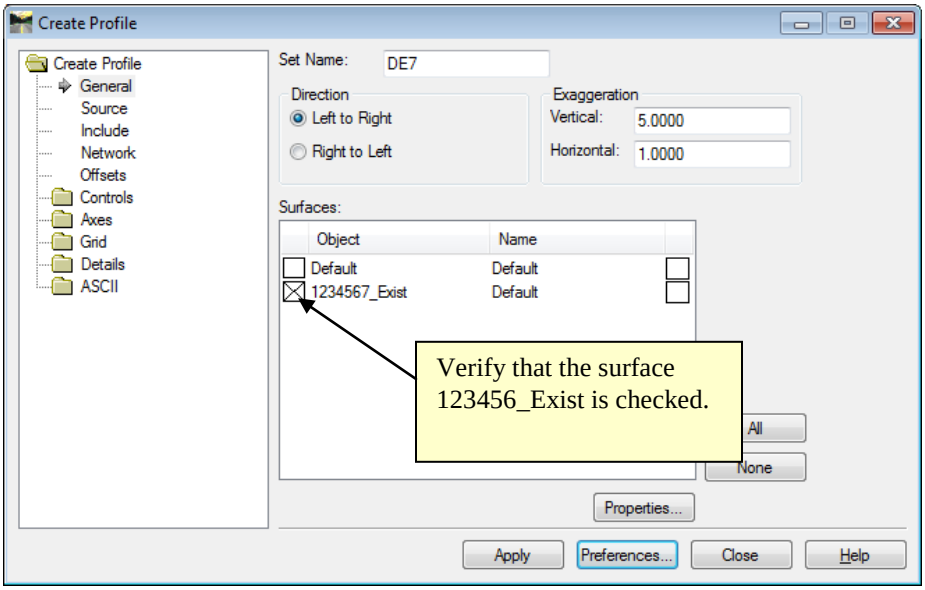
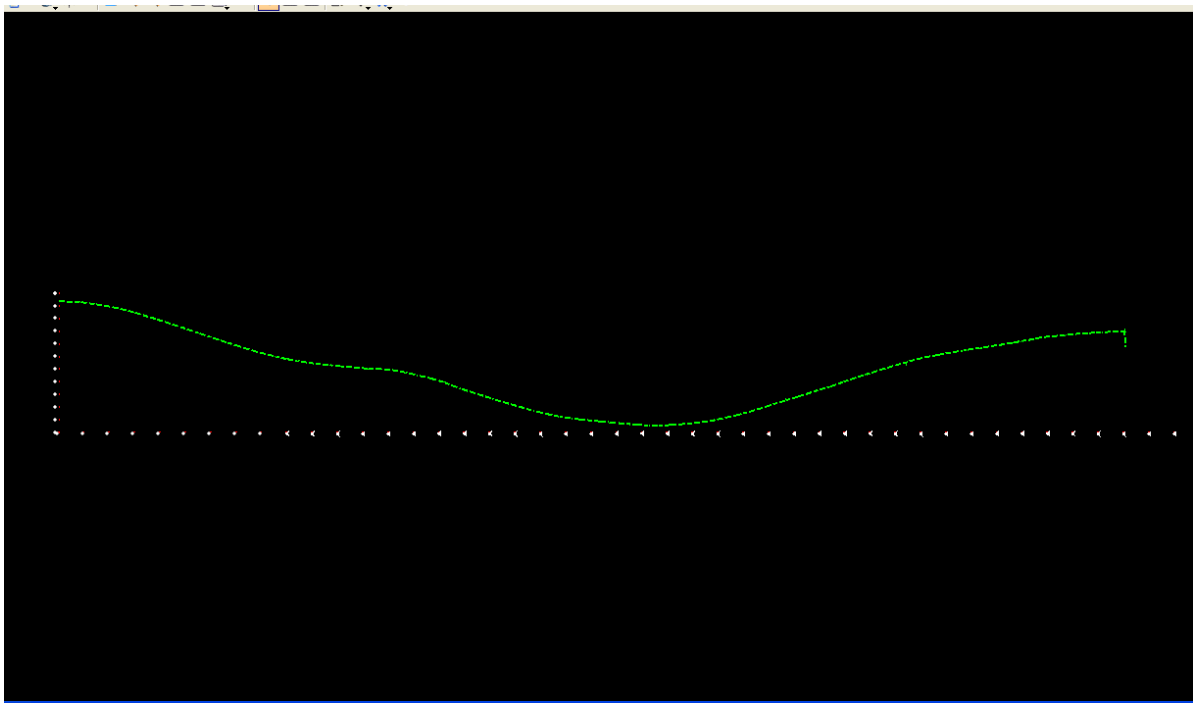

Figure L4-4 Create Profile
Figure L4-5 MicroStation Window
14.	• In the **Create Profile** dialog ensure the Check Box next to ***1234567_Exist*** is checked as shown in *Figure L4-4*. • Click **Apply** • Notice in the bottom left corner of the MicroStation window the prompt **>Identify Location**. > Identify Location . • Left Click anywhere in the MicroStation View Window. The **Create Profile** dialog is returned and the existing ground profile is drawn for the Horizontal Alignment **DE7**. • In the **Create Profile** dialog, click **Close**. • In MicroStation, Click the **Fit View** button. **Fit View** • In MicroStation, verify that your view matches that shown in *Figure L4-5*. *The Terrain Profile is created and viewed.*